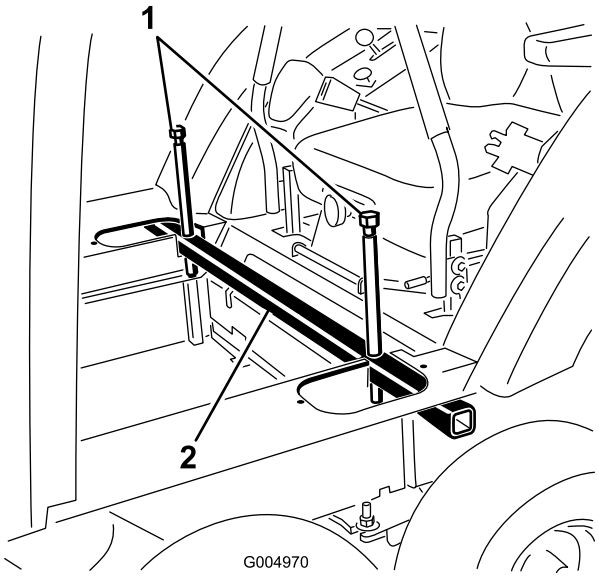

Figur 113
36. Sænk førerhuset på plads ved langsomt og jævnt at løsne donkraftboltene i hver ende af donkraftrøret (Figur 113).